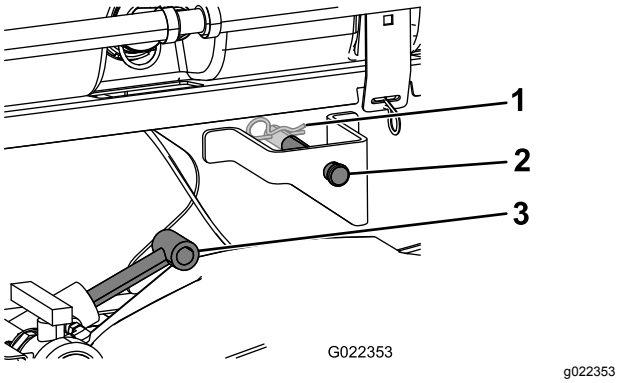

Figur 9
3. Forleng løftesylindrene frem til brakettene på tankens glideramme, og rett inn sylinderkoblingene etter hullene i brakettene på tankens glideramme (Figur 9).